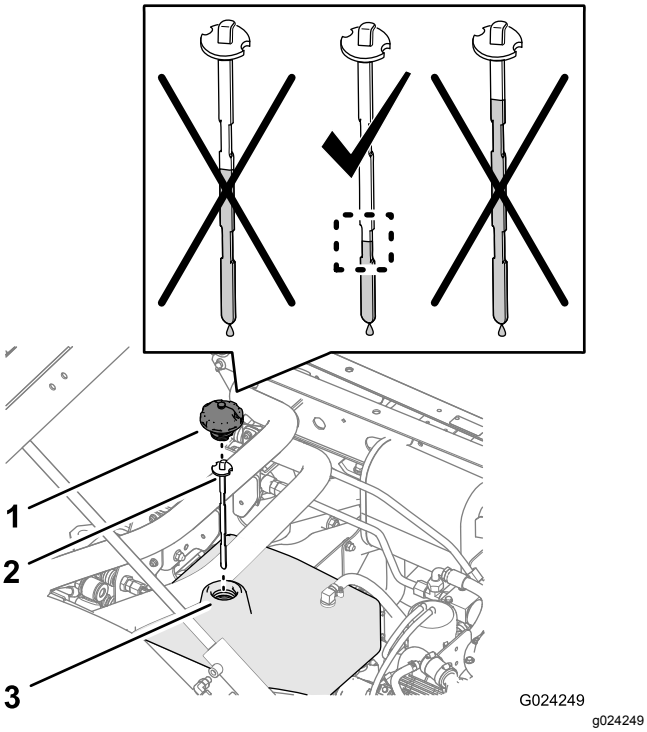
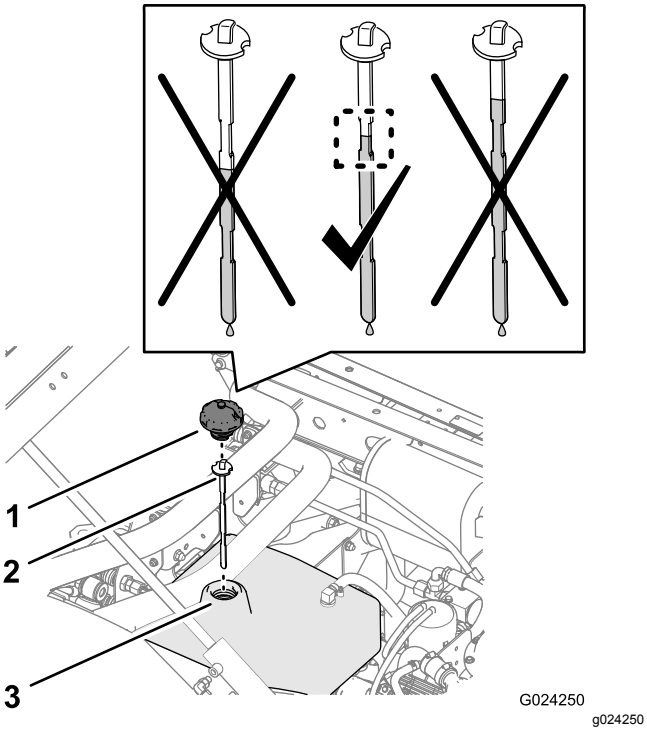

Figur 79
Figur 80
4. Rengjør rundt påfyllingshalsen og lokket på beholderen for hydraulisk olje (Figur 79 og Figur 80).
5. Fjern lokket og peilestaven fra beholderens påfyllingshals, og tørk av peilestaven med en ren fille (Figur 79 og Figur 80).
6. Før peilestaven ned i påfyllingshalsen før du tar den ut og kontroller oljenivået (Figur 79 og Figur 80).
7. Hvis nivået er lavt, fyller du spesifisert hydraulisk olje i beholderen for å heve nivået til midten av det innskårede området på peilestaven (Figur 79 og Figur 80).
8. Sett peilestaven og lokket på plass på påfyllingshalsen på beholderen (Figur 79 og Figur 80).